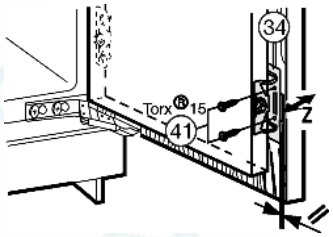

Fig. 23
▶ Скрепите вместе дверцу устройства и мебельную дверцу винтами *Fig. 23 (41)* при помощи крепежного уголка *Fig. 23 (34)*.